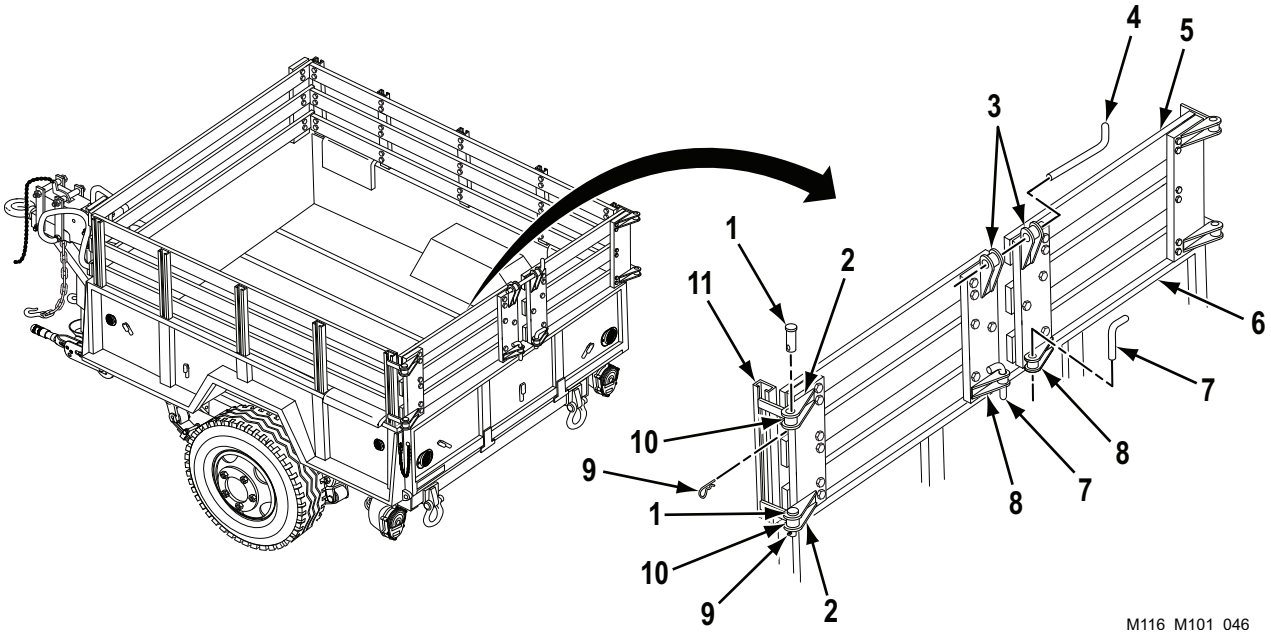

Figure 19. Rear Rack Assembly Removal.
9. Remove connecting link (Figure 19, Item 4) from two top strap latch assemblies (Figure 19, Item 3) of roadside and curbside rear rack assemblies (Figure 19, Items 5 and 11).
10. Remove two connecting links (Figure 19, Item 7) from two bottom strap latch assemblies (Figure 19, Item 8) and holes in cargo body (Figure 19, Item 6).
11. At roadside rear rack assembly (Figure 19, Item 11), remove two cotter pins (Figure 19, Item 9) and straight headed pins (Figure 19, Item 1) from two strap hinge assemblies (Figure 19, Item 2) and hinges (Figure 19, Item 10). Remove roadside rear rack assembly (Figure 19, Item 11) from curbside rear rack assembly (Figure 19, Item 5).
12. At curbside, repeat Step 11 to remove curbside rear rack assembly (Figure 19, Item 5).